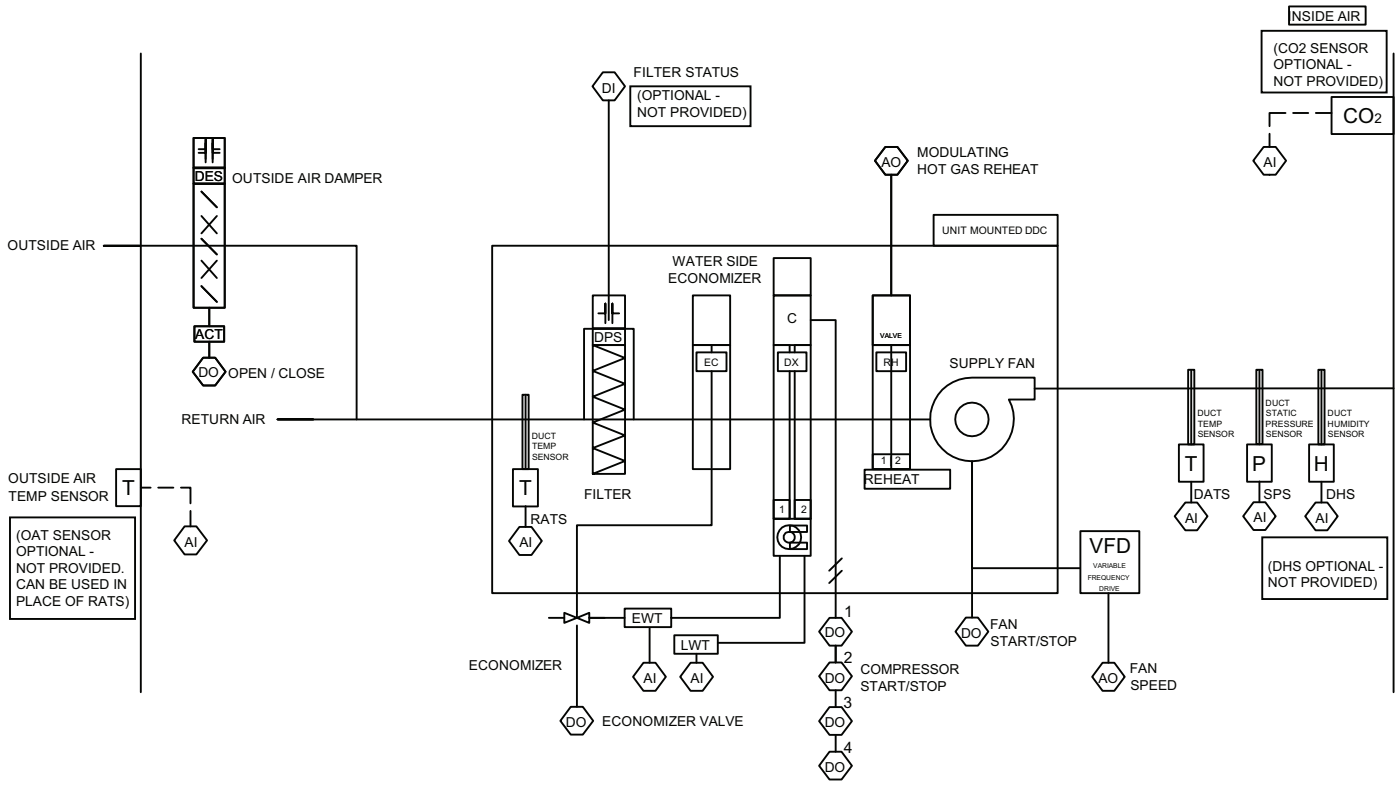

Fig. 11 — 50BV J/W Sensor Schematic
See Fig. 11 and Table 12 for a summary of the factory and field-supplied sensors for units ordered with the SCU Open controller.
1. Place the sensor in the middle of the duct away from temperature stratified air, coils or humidifiers to achieve the best temperature reading. Refer to Fig. 11.